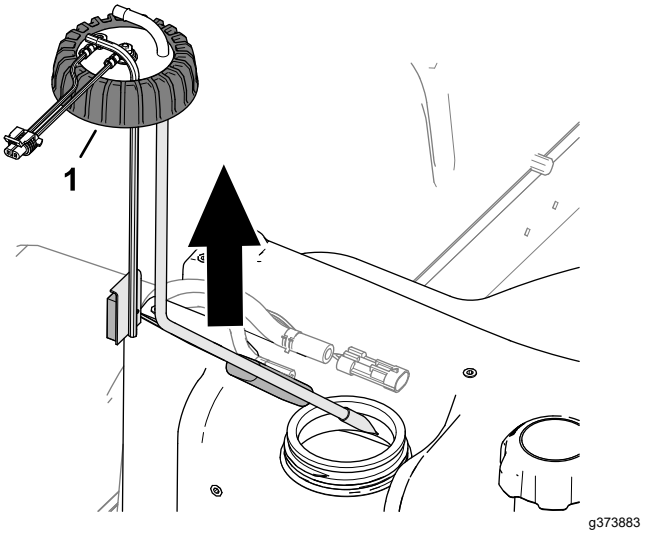

Рисунок 121
5. Ослабьте крышку датчика уровня топлива (Рисунок 121).